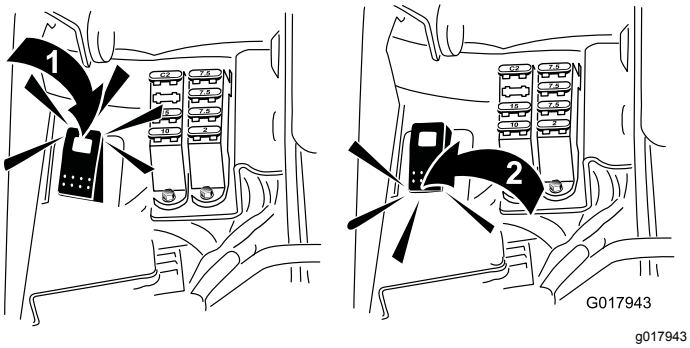

Figur 59
5. Indstil baglapningskontakten til tilbagepositionen (R) (Figur 59).